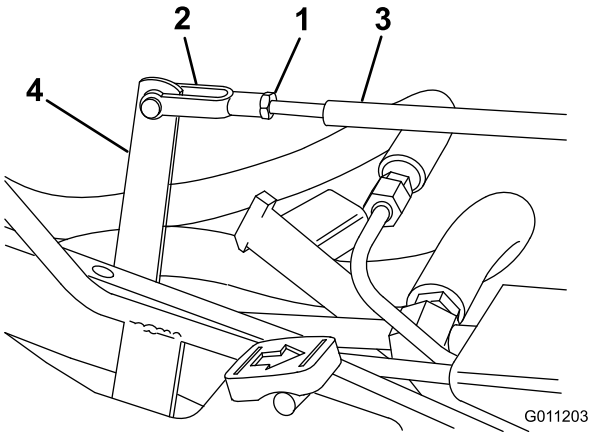

Figur 42
3. Flytt justeringsspaken for hånd for å likestille klippe- og løftepedalen, og juster krysshodet på kontrollstaget til hullet i krysshodet er på linje med hullet i justeringsspaken (Figur 42).